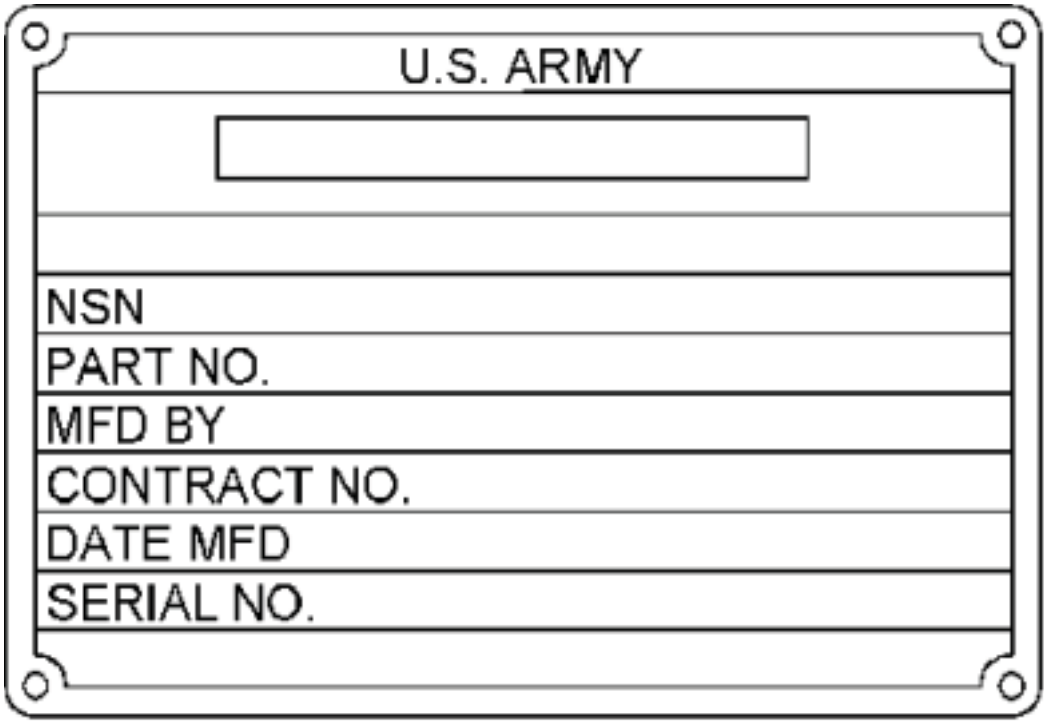

Figure 23. Switchbox Identification Plate.
Refer to Figure 23. This plate is located directly below the Switchbox Item Unique Identification (IUID) Plate.
a. Refer to Figure 23 and position slide hammer above ground rod coupling (3). Invert slide hammer so that end having impact disk (1) is up. Connect slide hammer rod (2) to ground rod coupling (3). Tighten so that end of rod (2) makes firm contact with end of ground rod section (4) inside coupling (3).
b. Use slide hammer to pull ground rod section (4) out of ground. Pull until second coupling (3) is exposed.
c. Disconnect slide hammer from top coupling (3).
d. Disconnect top ground rod section (4) from bottom coupling (3).
e. Remove clamp (5) from ground rod (4). Store clamp in accessory box.
f. Connect slide hammer rod (2) to coupling (3) on ground rod section (4) still in ground.
g. Use slide hammer to pull second ground rod section (4) out of ground. Pull ground rod section (4) until third coupling (3) is exposed.
h. Repeat Steps c through e for third ground rod section (4).
i. Use slide hammer to pull remaining ground rod section (4) out of ground.